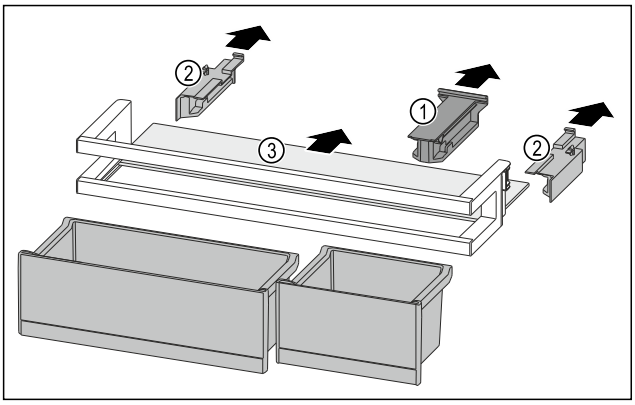

Fig. 159
▶ 拉出定位件 *Fig. 159 (1)*。
▶ 拉出侧面部分 *Fig. 159 (2)*。
▶ 取出搁板 *Fig. 159 (3)*。